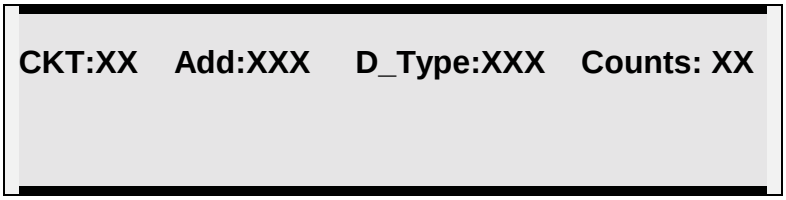

Figure T3
3. Select the circuit of the device to be monitored. Use circuit select switches located on the zone display for the analog loop being tested. The LED of the selected circuit illuminates. Figure T3 is now displayed.